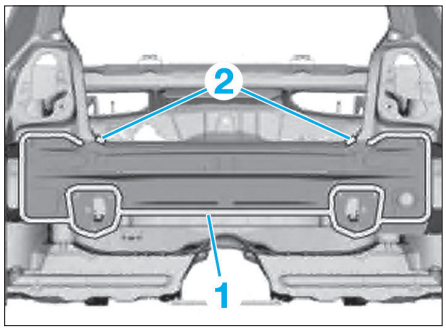

FIG. 41
• Dépointer la jupe arrière en (1) **(Fig.41)**.